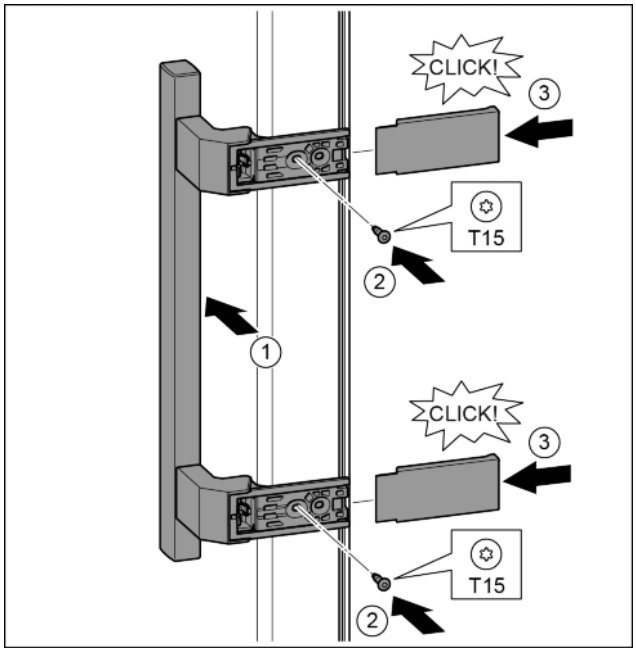

Fig. 34
▶ Position the handle on the other side. *Fig. 34 (1)*
▶ Tighten the screws with the T15 screwdriver. *Fig. 34 (2)*
▶ Position the covers on the side and push in. *Fig. 34 (3)*